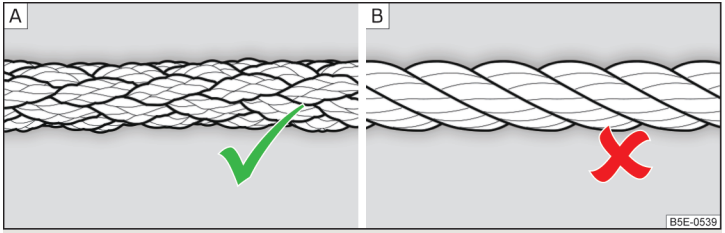

Fig. 156 **Braided tow rope / Spiral tow rope**
To tow with a tow rope, only use a braided synthetic fibre rope » Fig. 156 - A » !.
- Spiral tow ropes must not be used for towing » Fig. 156- B, the towing eye may unscrew out of the vehicle - risk of accident.